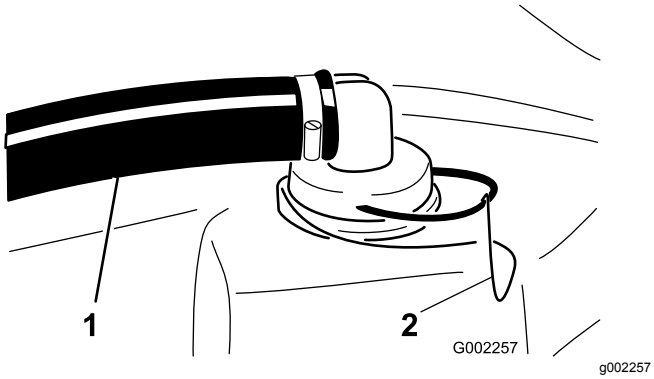

Figur 66
2. Ta bort hållaren som fäster slangnippeln på den stora slangen och filterkåpan på tankens ovansida (Figur 66).
3. Ta bort slangen och slangnippeln från filterkåpan (Figur 66).